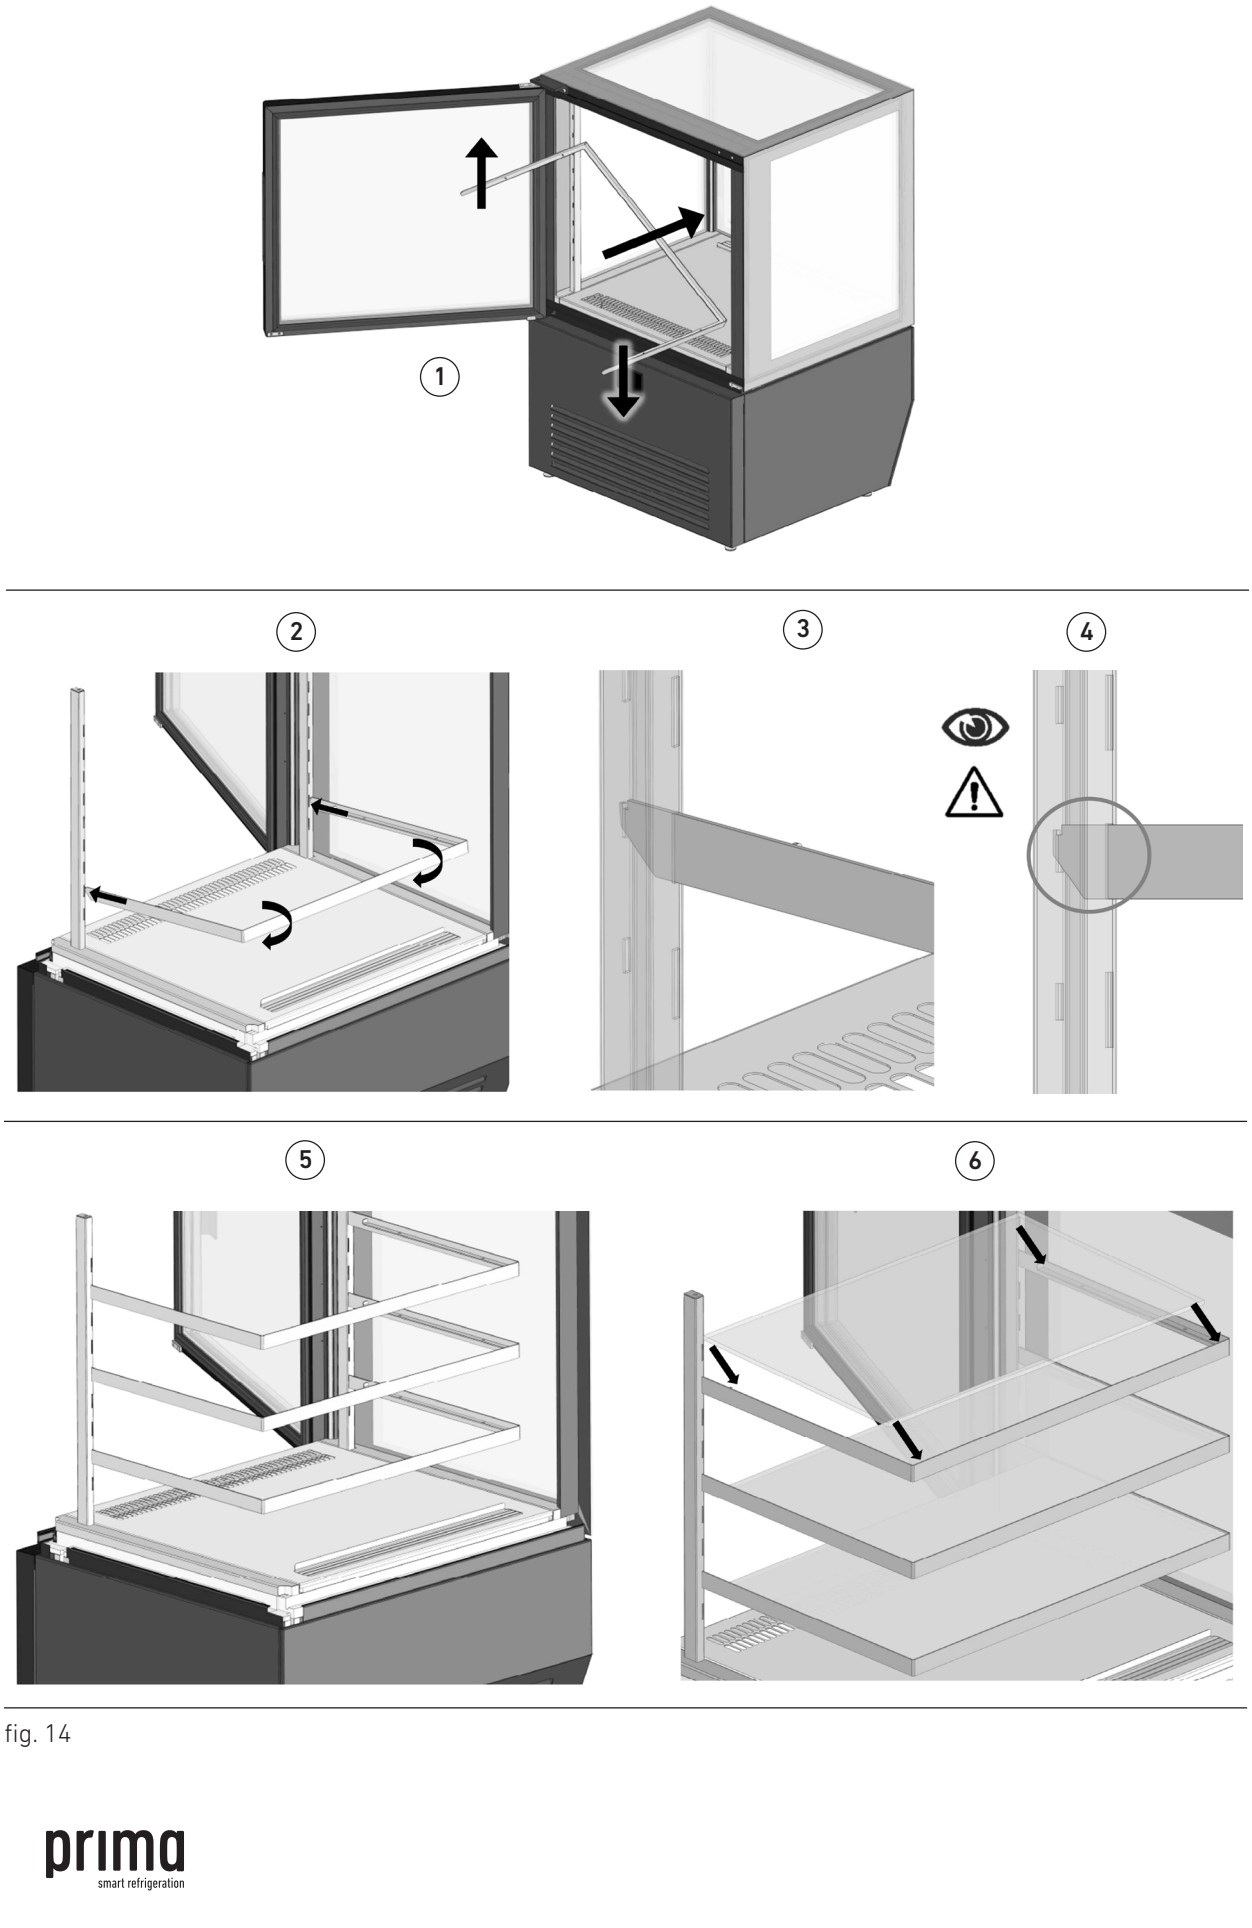

fig. 14
- Aprire la/e porta/e prestando la massima attenzione durante il montaggio dei ripiani a non urtare i vetri per evitarne la rottura accidentale (fig. 14 part. 1);
- Inserire i supporti a forma di "C" dei ripiani ruotandoli leggermente in senso orario o antiorario, per permettere l'ingresso tra i due tubolari di supporto, rivolgendo il lato aperto della "C" verso l'operatore (fig. 14 part. 1);
- Ruotare leggermente il lato chiuso della "C" verso l'alto per favorire l'ingesso del supporto nelle apposite sedi presenti nei tubolari di supporto (fig. 14 part. 2-3-4);
- Rispettare le altezze minime dei ripiani indicate al paragrafo 5.1 (fig. 14 part. 5);
- Una volta posizionati tutti i supporti dei ripiani appoggiare con cautela i ripiani in vetro come mostrato in fig. 14 part. 6.